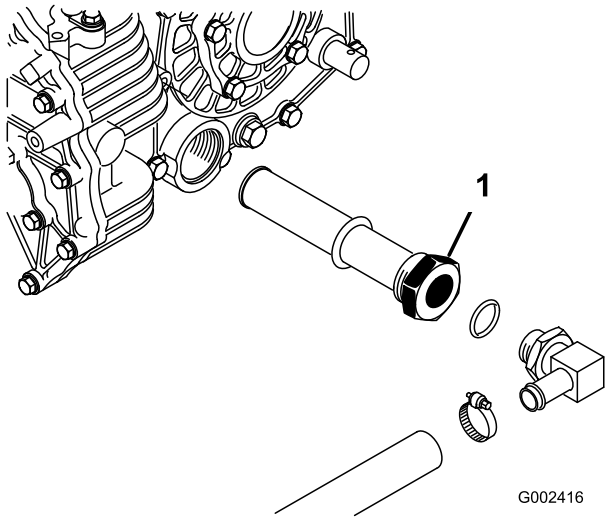

Figur 69
3. Observera riktningen på hydraulslangen och 90-graderskopplingen som är anslutna till filtret på tankens ena sida (Figur 69). Ta bort hydraulslangen och 90-graderskopplingen.